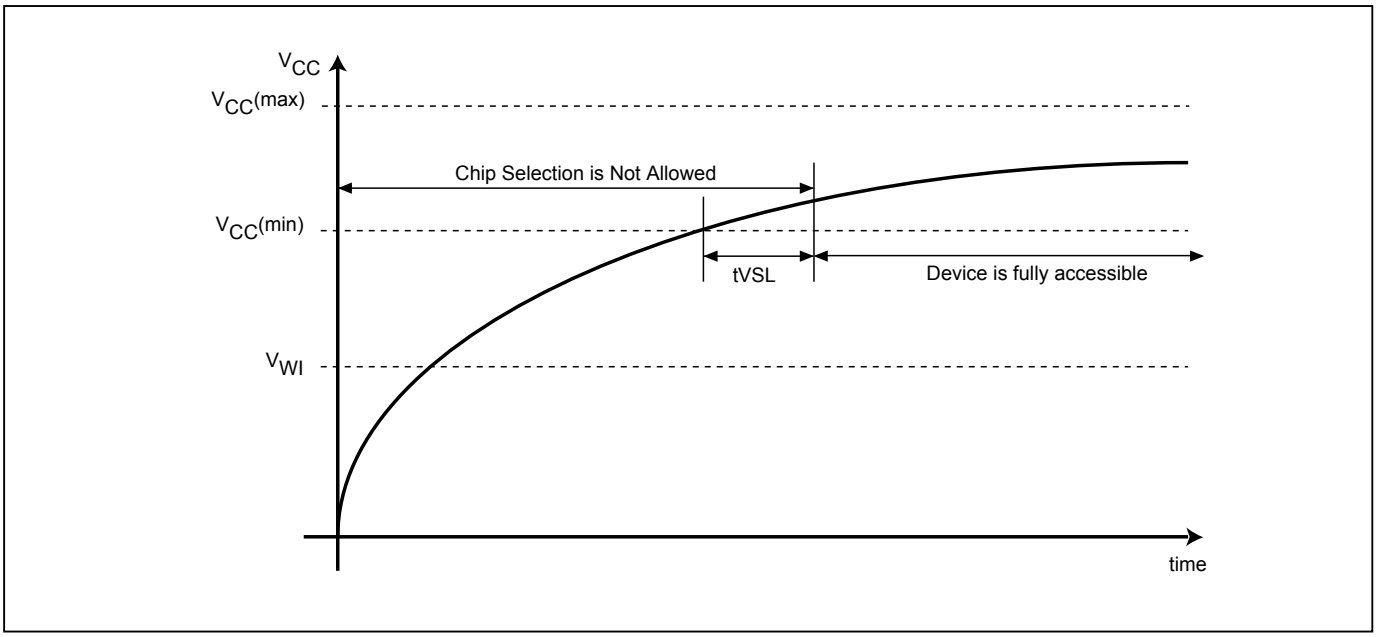

Figure 118. Power Up/Down and Voltage Drop
3. Added V_keep to *Figure 118* and *Table 22*	P87